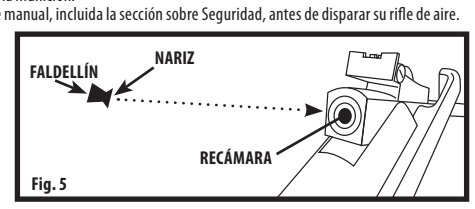

Fig. 5
1. Con el cañón en posición abierta, después de que se haya amartillado, coloque un perdigón en la recámara, con la nariz hacia adelante (Fig. 5). Asegúrese de que la faldilla del perdigón esté al ras del frente de la recámara.